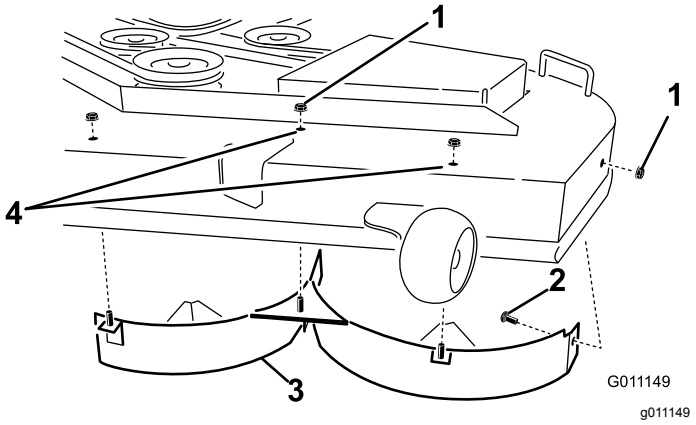

Figur 16
4. Fjern de tre låsemøtrikker (5/16 tomme), der er fastgjort på de svejsede tappe på venstre afskærmning øverst på plæneklipperskjoldet i midten, til venstre for midten og til venstre (Figur 16).
5. Fjern bræddebolten og låsemøtrikken på plæneklipperens sidevæg, der fastgør venstre afskærmning til skjoldet (Figur 16).
6. Afmonter venstre afskærmning fra plæneklipperskjoldet (Figur 16).
7. Find de to bolte blandt løsdelene, benyt de eksisterende låsemøtrikker, og monter disse fastgørelsesanordninger i hullerne vist i Figur 16 på plæneklipperskjoldet for at forhindre udslyngning af genstande.